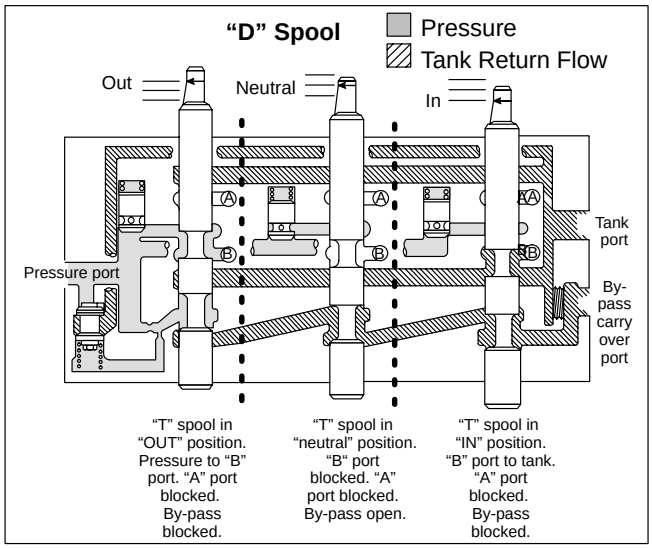

Figure 6.
c. **“T” Single Acting Spool** - “T* spools direct flow to one end of an operating cylinder only as in the example of the lift mechanism on a fork-type truck. Return flow is from the same end of operating cylinder and relies on gravity or mechanical means. See Figure 6 for spool position versus flow.